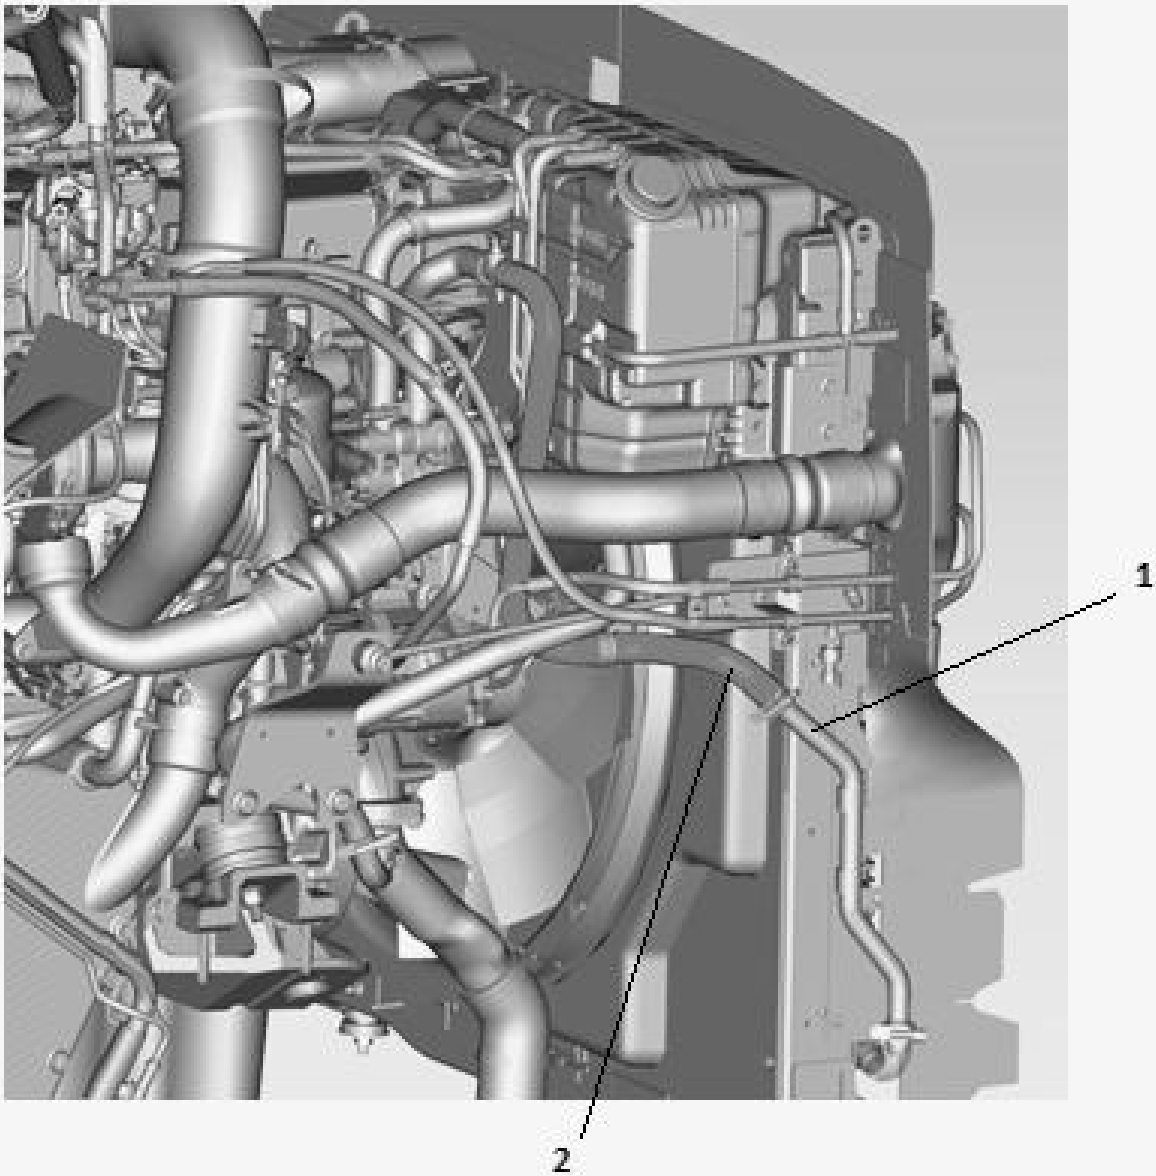

**Figure 7: Low Temperature Radiator Tube and Coolant Control Valve Hose**
1. Disconnect the hose illustrated above (**Figure 7**, Item 2) and install two small coolant flush adapters
2. Using cap (**Figure 8**, Item 4), cap off adapter installer on Coolant Control Valve Hose (**Figure 7**, Item 2)